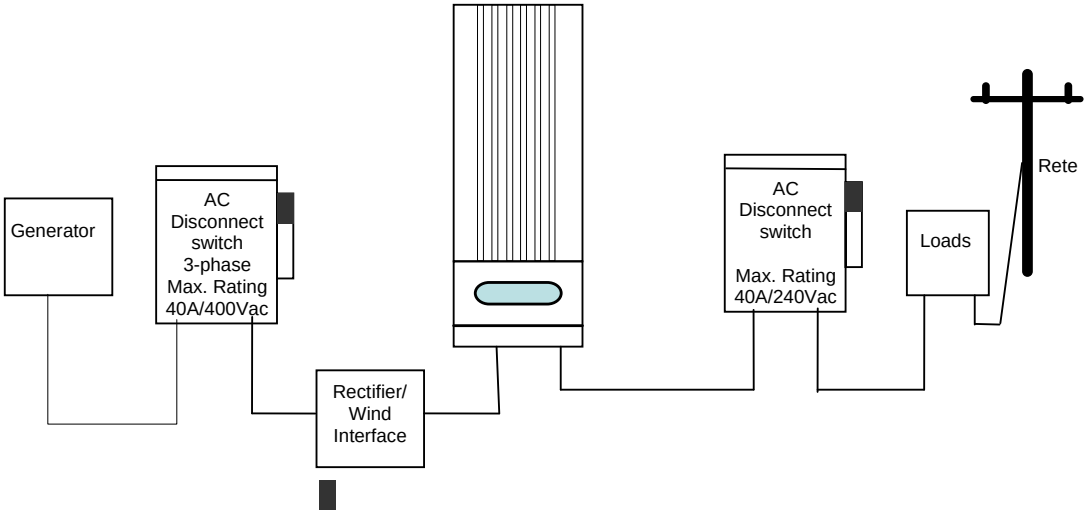

**Fig. 9 - Electrical Connection Diagram**
On the AC output side an automatic magnetothermic switch should be inserted between the Aurora inverter and the distribution grid (see Fig. 9. - Electrical Connection Diagram).
**Step 1:** Disconnect from the AC Grid by turning Off the Grid "AC Bipolar Switch" – shown in Fig. 9 "Electrical Connection Diagram". Disconnect from the eolic generator by turning Off the Generator "AC Bipolar Switch" – shown in Fig. 9 "Electrical Connection Diagram"